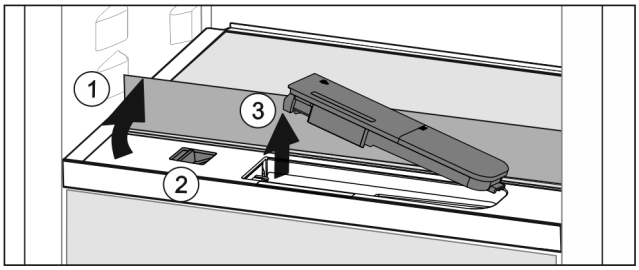

Fig. 145
▶ Lift the glass panel and fold towards the rear until it clicks into place *Fig. 145 (1)*.
▶ Slide the slider *Fig. 145 (2)* to the left.
▶ Remove the water tank *Fig. 145 (3)*.